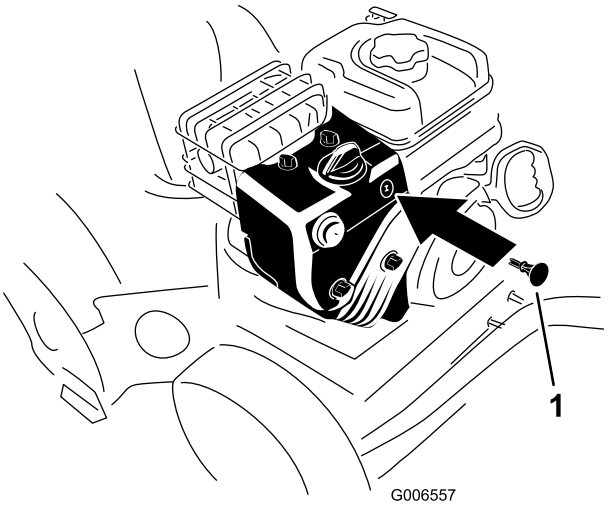

Figur 20
3. Sätt i tändningsnyckeln (Figur 20).